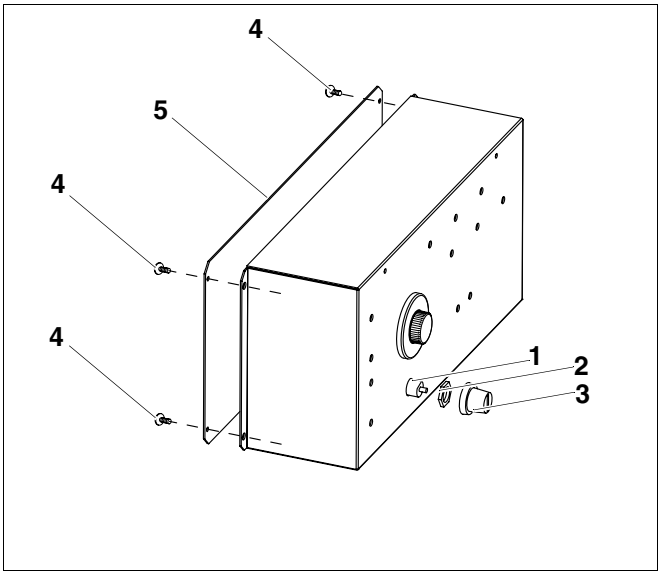

Afb. 60 Bijkomend regeltoestel HT 3101
- Draai de schroeven (afb. 60, **pos. 4**) uit het deksel van de behuizing (afb. 60, **pos. 5**).
- Neem het deksel van de behuizing (afb. 60, **pos. 5**) weg.
- Schroef het beschermkapje (afb. 60, **pos. 3**) eraf.
- Draai de schroefkoppeling van de STB (afb. 60, **pos. 2**) los.